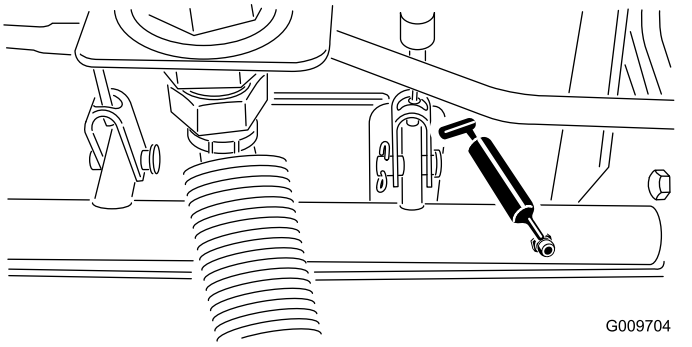

Figur 58
- Bremseakslens pinollejer (fem stk.) som vist i Figur 58